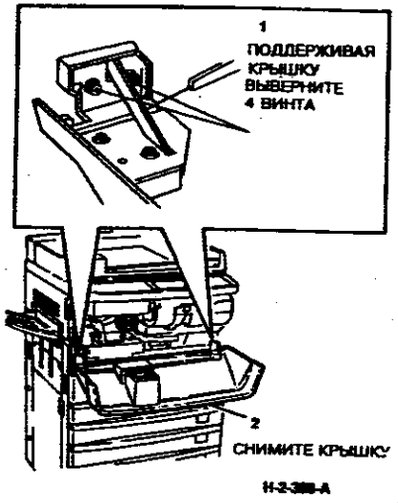

**Рисунок 1. Снятие передней крышки**
3. (Рисунок 1) Снимите переднюю крышку.